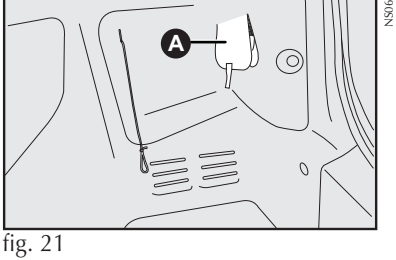

fig. 21
- Levantar a tampa do carpete **A-fig. 21** para acesso à parte traseira da lanterna;